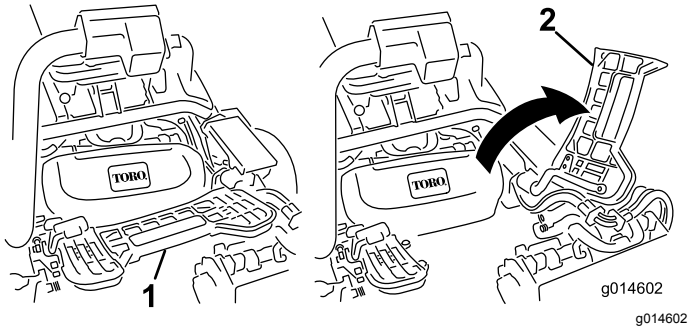

**Figur 41**
1. Hæv fodstøtten og vip den åben, så du får adgang til den midterste klippeenheds position (Figur 41).